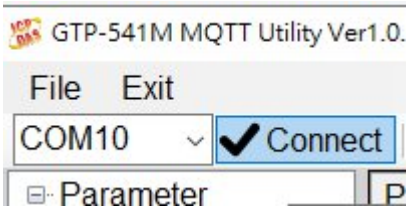
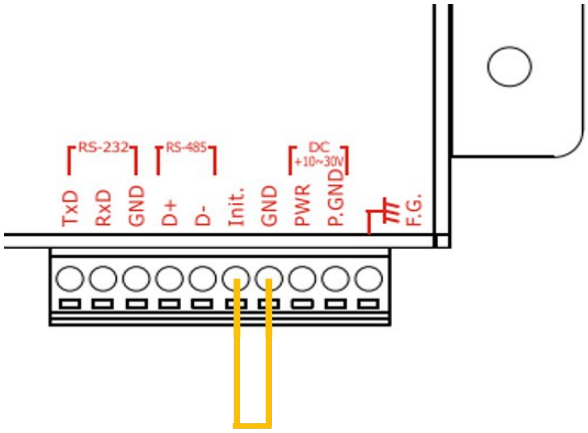

Figure 11.2.2
Figure 11.2.3
2. Click "Connect" to establish a connection with the GTP-541M, as shown in Figure 11.2.2. If the connection fails, please verify that the correct RS-232 / RS-485 COM Port is selected, ensure the wiring is intact, and confirm that Init Pin 4 and Pin 5 are properly connected as illustrated in Figure 11.2.3.